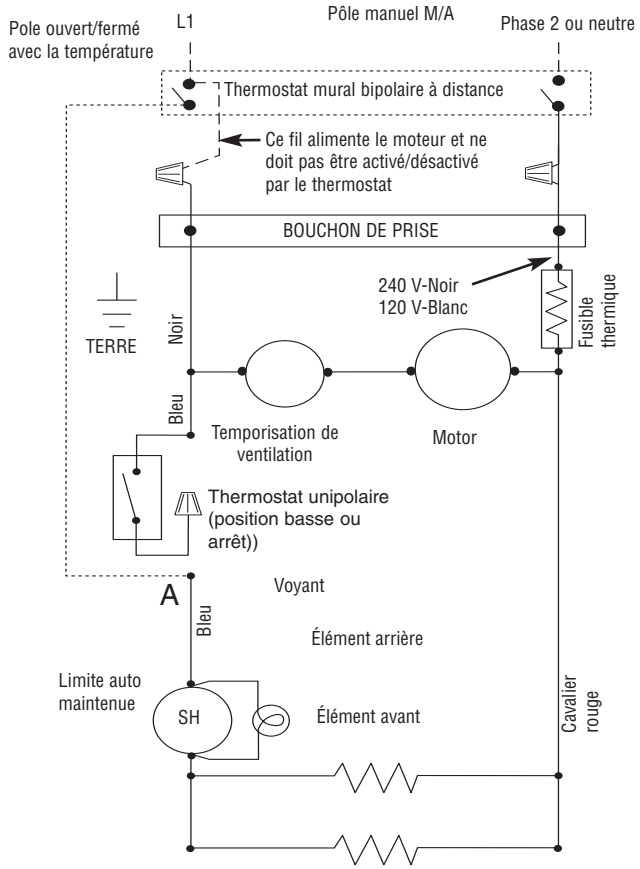

Figure 3 – Câblage pour thermostat à distance (Pour obtenir une puissance inférieure, ôter le cavalier rouge)
b. Débranchez le fil bleu du fil de thermostat intégré au point A sur le schéma de câblage, en Figure 3. Mettez un capuchon d'isolement sur le bout de ce fil. Branchez alors le fil bleu au fil d'alimentation du site sur le côté tension du thermostat (Voyez la Figure 3). Terminez les raccordements sur site selon la Figure 3.